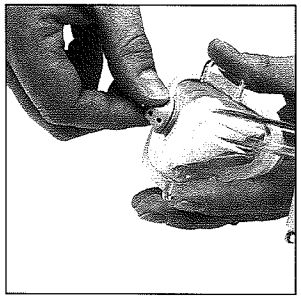

Afbeelding 6
Het DeVilbiss Serenity-masker heeft een unieke functie waarmee u de richting van de luchtstroom door de uitlaatkanalen kunt instellen. De richting van de luchtstroom kan worden aangepast door het instelbare ventilatiekanaal (3) beet te pakken en het in de gewenste stand te draaien, zoals aangegeven in **Afbeelding 6**.